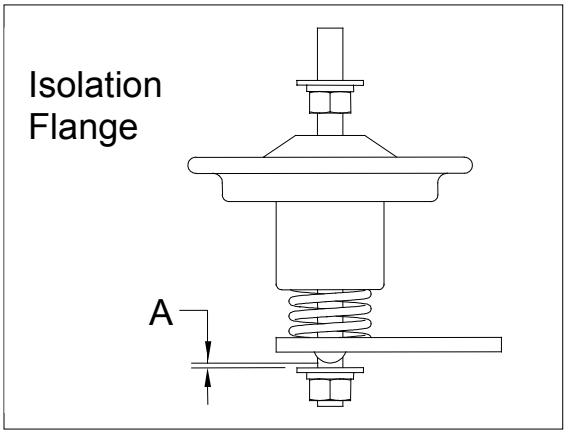

Figure 13 - Gap Measurement
To determine electrode wear, measure the distance between the lever and washer in the closed (ON) state, as shown in Figure 13. This dimension is called the “wipe”. If the 1.0mm contact wear gauge cannot be inserted, then the end of the service life has been reached. The maximum number of open/close operations is 500,000 regardless of the magnitudes of the currents interrupted. Contact Toshiba for information regarding replacement of the vacuum interrupters.